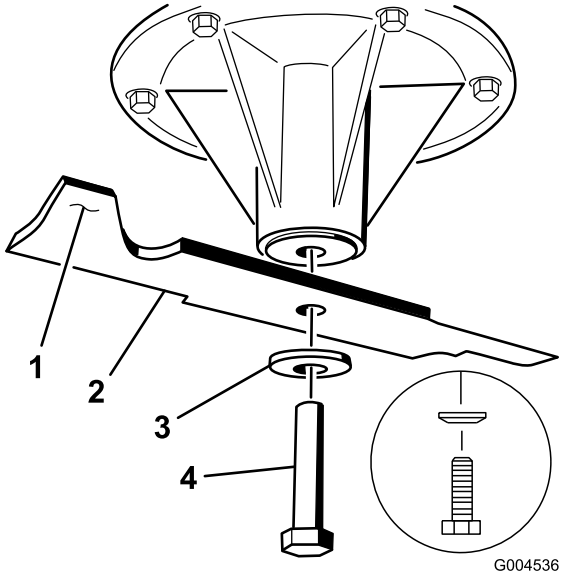

Figur 83
1. Monter kniven på spindelakselen (Figur 83).
2. Monter fjærskiven og knivbolten. Fjærskivekonusen må monteres mot bolthodet (Figur 83). Knivbolten trekkes til med et moment på 115–150 Nm.